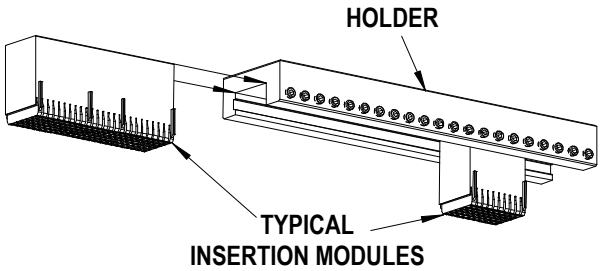

**Figure 2-3**
2. Slide the insertion modules into the tooling holder in the proper order. See Figure 2-3. The modules are keyed so that they cannot be put in backwards.